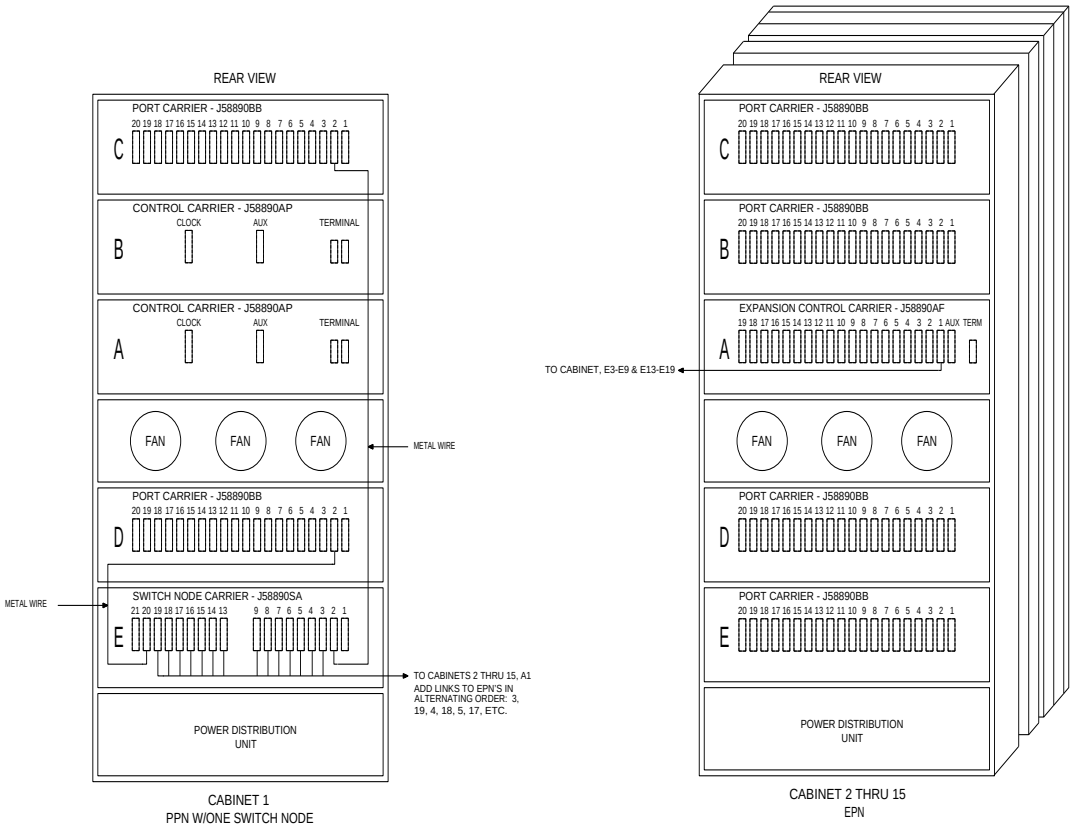

Figure 4-36. Fiber-Optic Connections through Center Stage Switch
1. Behind the PPN cabinet (see Figure 4-36):
2. Behind switch node carrier E of PPN cabinet 1 (see Figure 4-36):